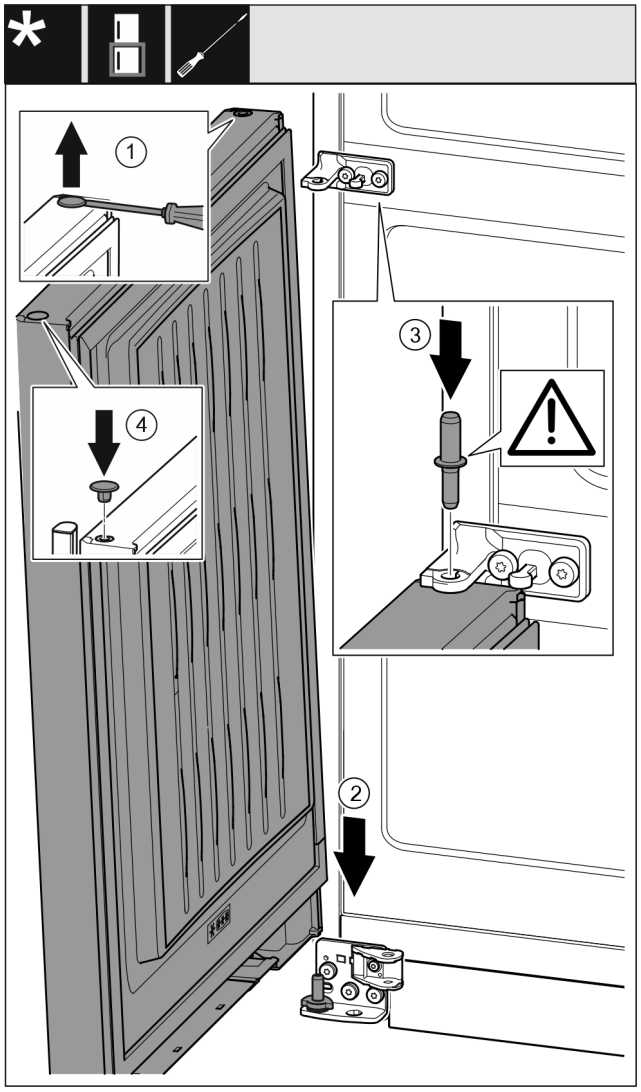

Fig. 35
- ▶ Ridicați cu precauție dopul *Fig. 35 (1)* cu o șurubelniță plată și extrageți-l.
- ▶ Așezați ușa *Fig. 35 (2)* de sus pe bolțul inferior de lagăr.
- ▶ Introduceți bolțul central de lagăr *Fig. 35 (3)* prin mijlocul suportului de lagăr în ușa inferioară. Aveți grijă aici ca respectiva camă de fixare să fie îndreptată către înapoi.
- ▶ Introduceți dopul *Fig. 35 (4)* pe partea opusă a ușii.